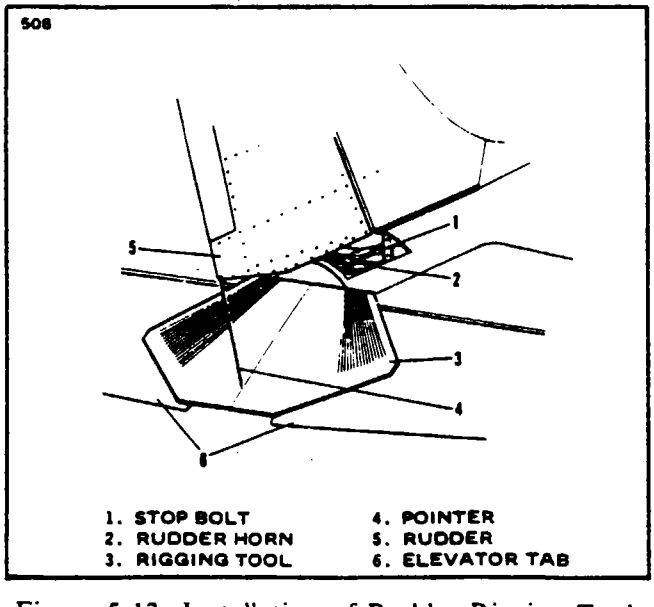

Figure 5-13. Installation of Rudder Rigging Tool
c. Rudder travel adjustment with the use of the fabricated rigging tool (refer to Figure 5-13) may be accomplished as follows: